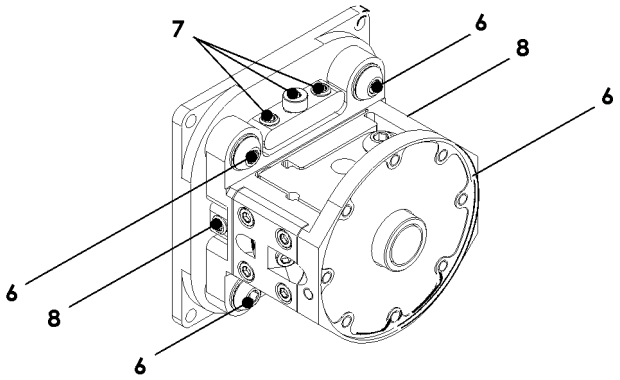

Figure 3 Centering the Lens
8. Fasten the four lens mounting screws (items (6) in Figure 3.